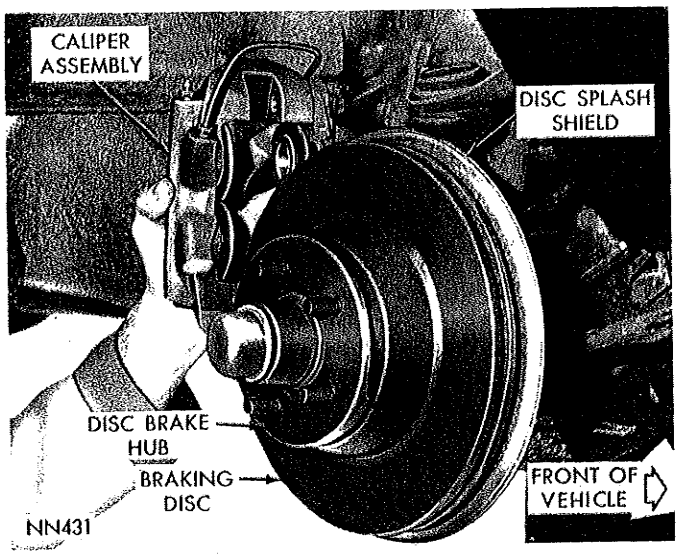

*Fig. 10—Removing or Installing the Disc Brake Caliper*
(5) Slowly slide caliper assembly up and away from brake disc (Fig. 10) and remove to bench for disassembly.